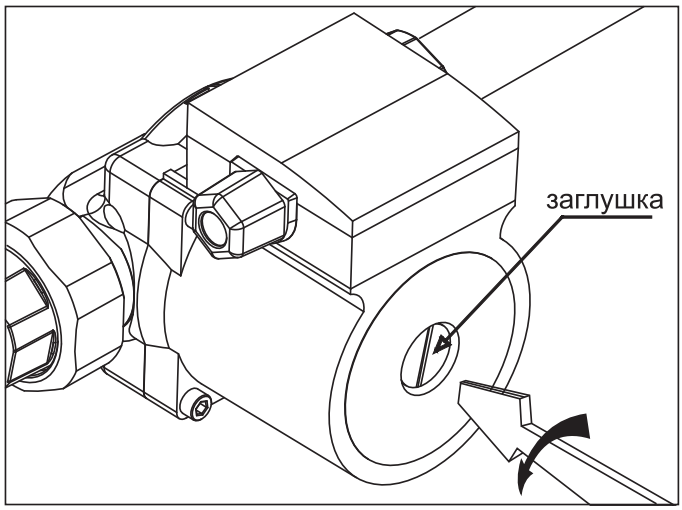

Рис. 8 Удаление воздуха из насоса
- Выкрутить винт и ослабить заглушку для удаления воздуха, защитив электрические части от попадания жидкости или пара (**Рис. 8**);